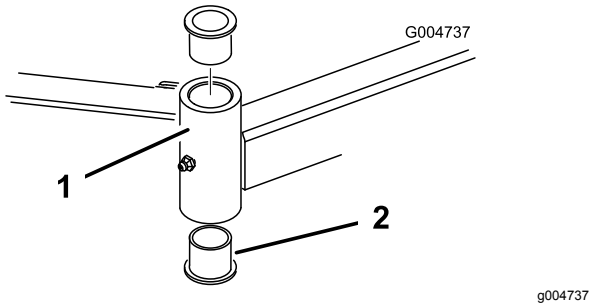

Figuur 104
4. Sla een drevel in de boven- of onderkant van de bevestigingsbuis en tik de lagerbus uit de buis (Figuur 104).